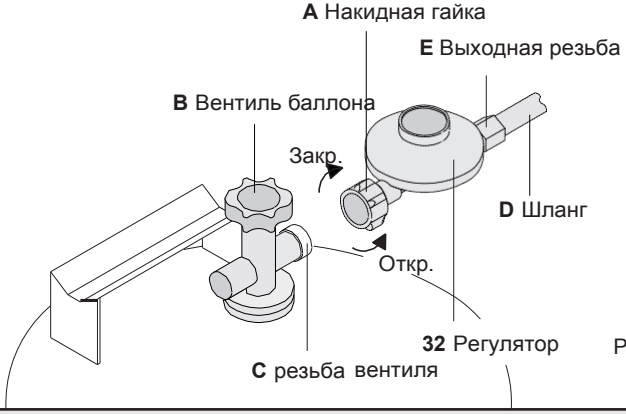

Рисунок 2
- Газовый вентиль (B) газового баллона (см. рисунок 2 на Странице 6) в случае неполадки, следует немедленно закрыть.
## III. Подключение прибора к газовому баллону (рисунок 2)
Закройте вентиль газового баллона, Снимите регулятор газа со шлангом с газового баллона, при этом отпустите накидную гайку A (смотрите рисунок 2 на Странице 6) поворачивая ее по ходу часовой стрелки. Всегда проверяйте уплотнение на предмет отсутствия повреждений.